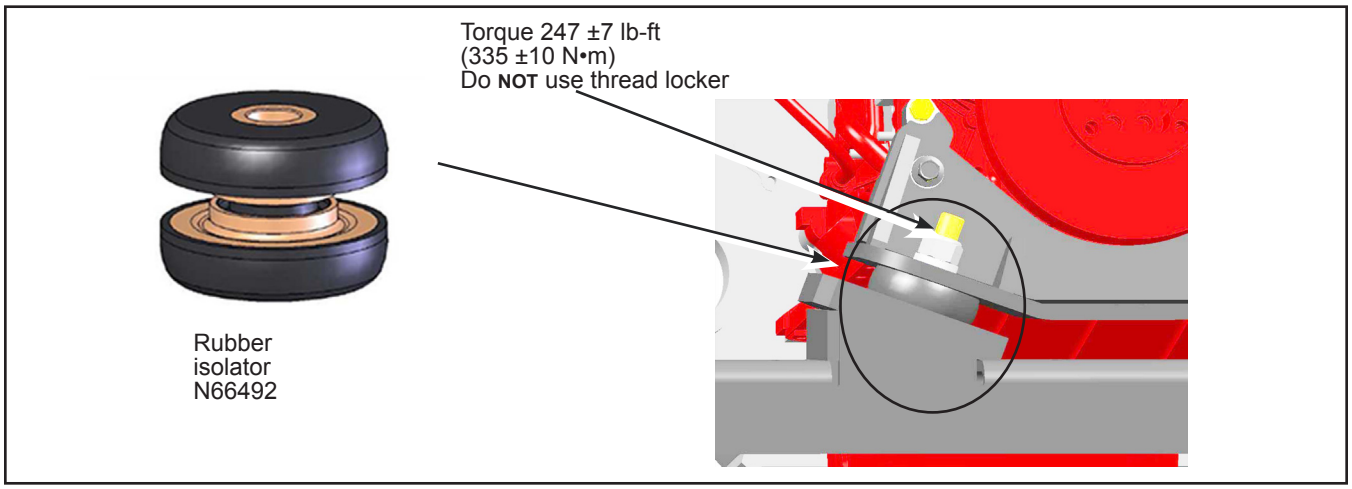

Figure 11 - Rubber Isolator Installation
1.36. Affix the rubber isolators with the retained hardware. Tighten to the torque specified in Figure 11.